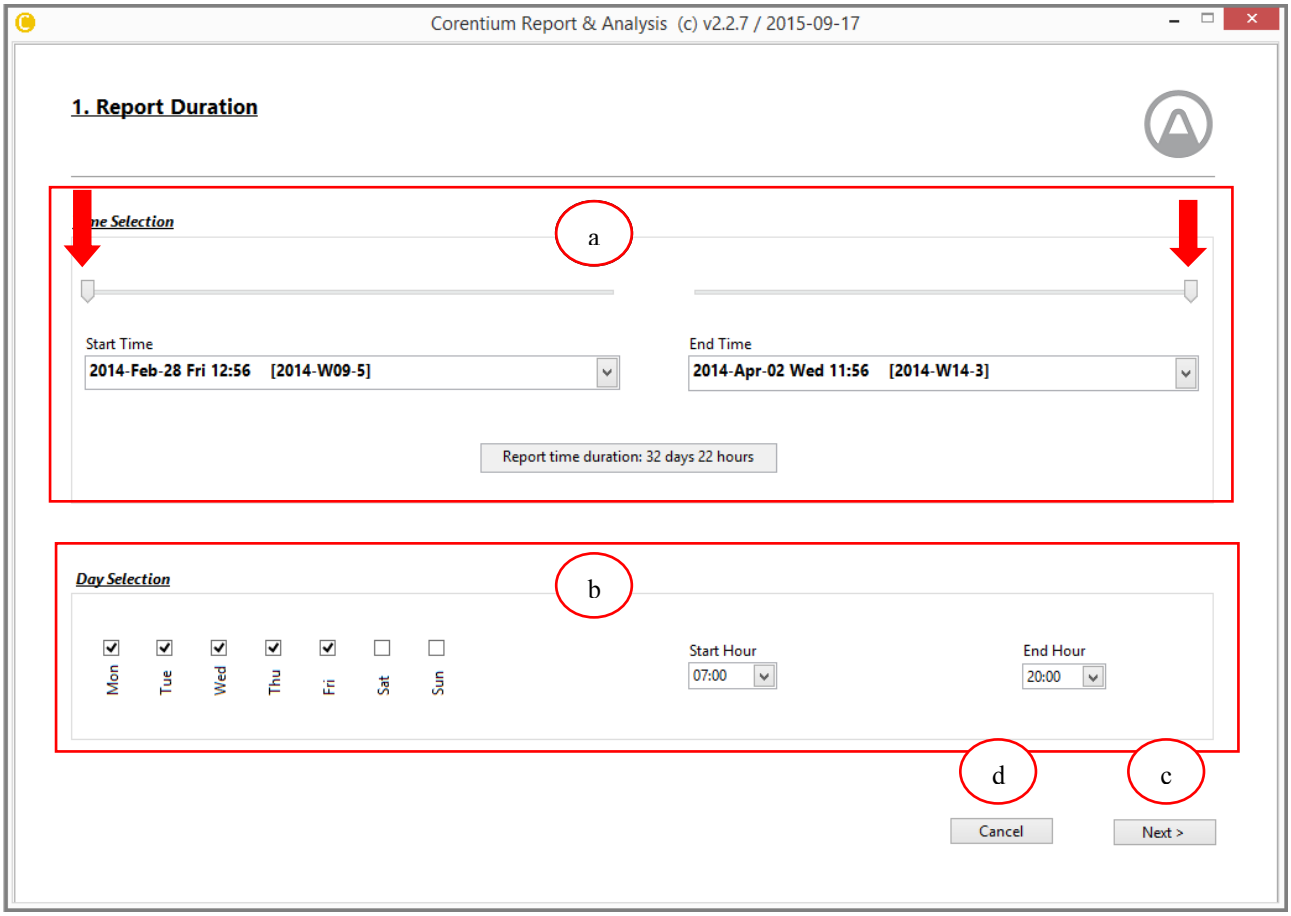

Figure 4-45: Report Wizard-Report Duration
Encircled letters in Figure 4-45 indicated the description below:
a. **Time Selection:** Select report time duration by sliding the start time and end time pointer as indicated by red arrows in Figure 4-45.